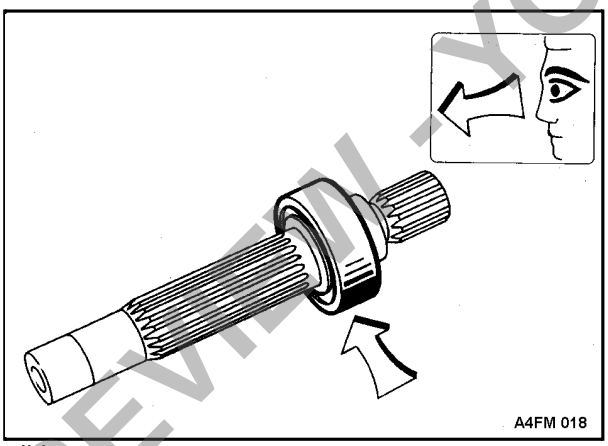

Bild 11
17. Zylinderrollenlager prüfen (Bild 11), ggf. neues mit 80 ˚C aufsetzen.